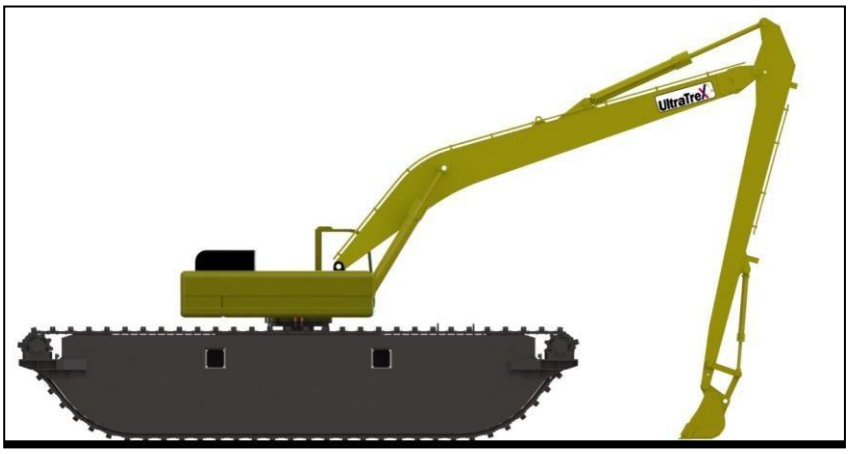

***Figure 5.0:*** *Amphibious excavator position for maintenance*
1. Park the machine on a level surface and lower the bucket to the ground. Remove the ignition key from the switch and lock the cabin door. Refer to Figure 5.0.